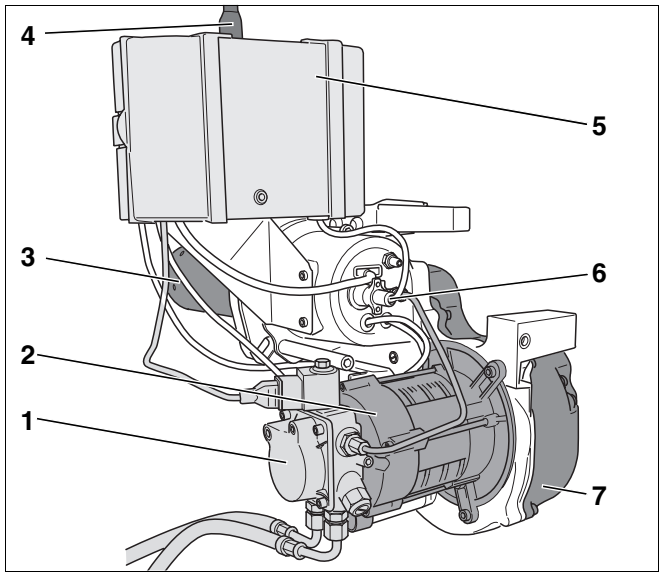

Rys. 1 Palnik Logatop BE 1.3 i 2.3
– Pompa olejowa z zaworem elektromagnetycznym i przewodami olejowymi (rys. 1, **poz. 1**)
– Silnik palnika (rys. 1, **poz. 2**)
– Rura palnika (rys. 1, **poz. 3**)
– Cyfrowy automat palnikowy SAFe 10 z przyciskiem odkłócającym (rys. 1, **poz. 5**)
– Czujnik płomienia (rys. 1, **poz. 6**)
– Dmuchawa (rys. 1, **poz. 7**)
Palnik (rys. 1) przyłączony jest przy pomocy wtyczki sieciowej (rys. 1, **poz.** 4) i połączony ze sterownikiem przewodem komunikacyjnym.